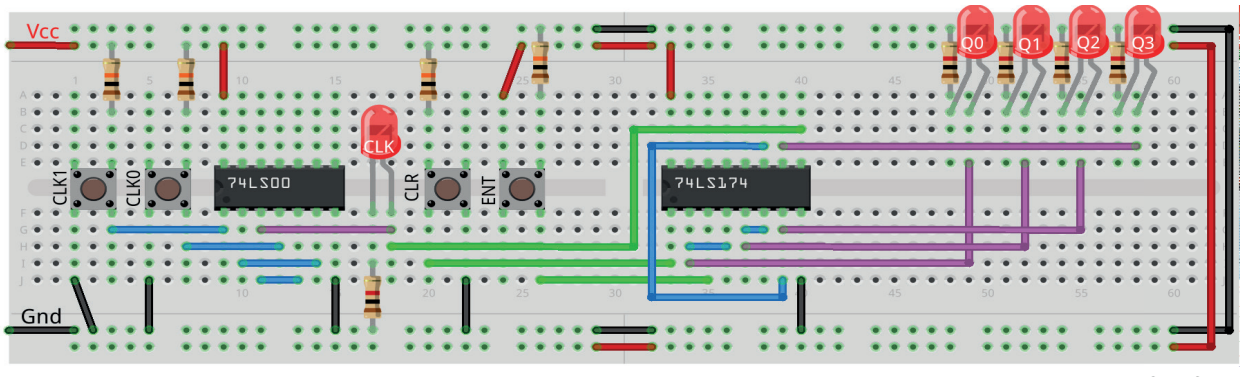

Figura 11.6 – Disposição dos componentes na placa de montagem.
1. Monte o circuito na placa de montagem, conforme figura 11.6.